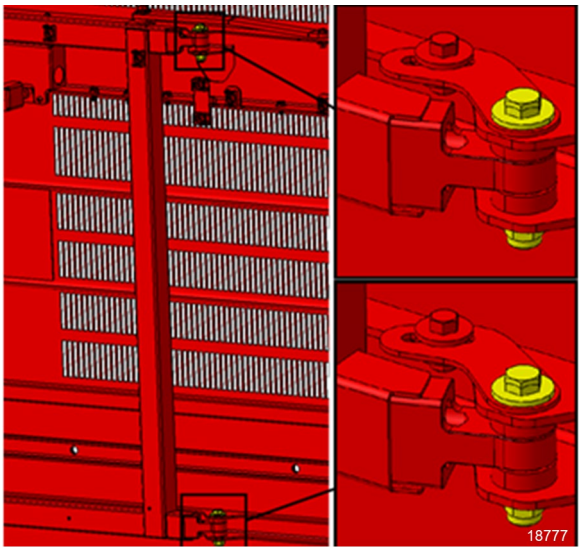
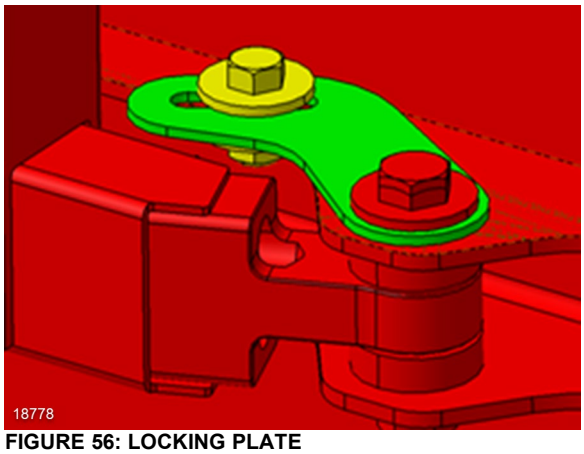

**FIGURE 55**
**FIGURE 56: LOCKING PLATE**
4. If the vertical position is out of tolerance, release the locking plate (Figure 56) and rotate the door using the adjustment provided on the inner side of the door, at the attachment points between the arm and the door (**FIGURE 55**).